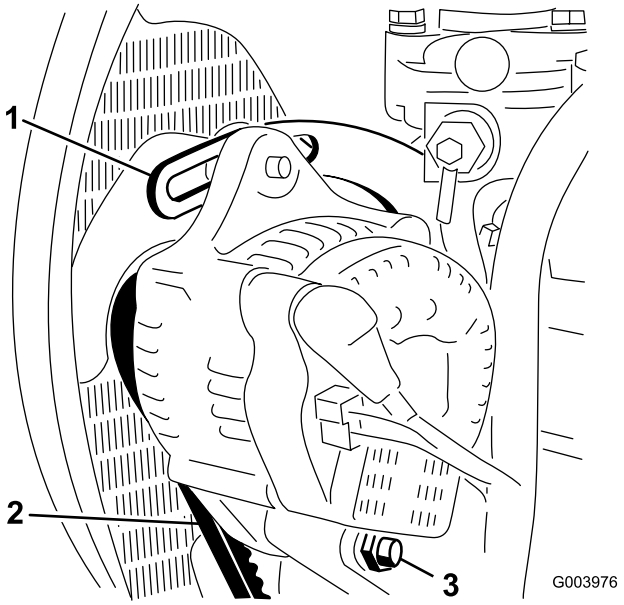

Figur 49
2. Kontroller spenningen ved å trykke ned remmen (Figur 49) midt mellom vekselstrømsgeneratoren og veivakselrullene med en kraft på 10 kg.
3. Løsne skruene som fester avstiveren til motoren (Figur 49), skruen som fester vekselstrømsgeneratoren til avstiveren og svingbolten.